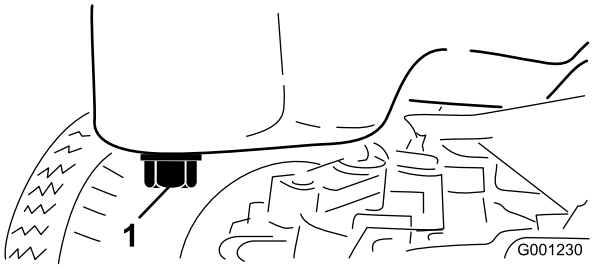

Figuur 48
3. Plaats een opvangbak onder het carter en recht onder de aftapplug (Figuur 48).